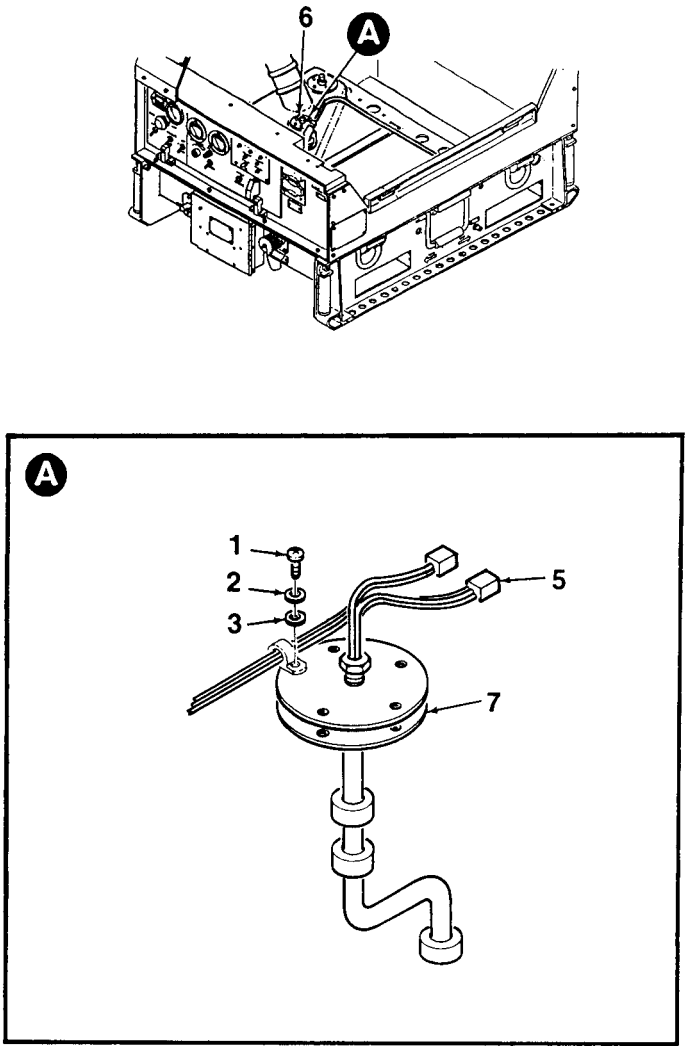

Figure 4-30. Fuel Level Switch
2. Disconnect level switch electrical plugs (5, Figure 4-30).
3. Remove five screws (1), lockwashers (2), and washers (3) from level switch (4). Remove switch and gasket (7) from fuel tank (6).
1. Align mounting holes on level switch (4, Figure 4-30) with holes in gasket (7) prior to mounting into fuel tank (6).
2. Install level switch (4) and gasket (7) into fuel tank (6). Secure using five screws (1), lockwashers (2), and washers (3).
3. Connect level switch electrical plugs (5).